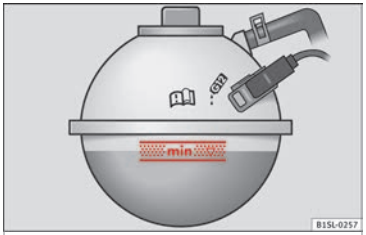

Fig. 109 In the engine compartment: Marking on coolant expansion tank
- When the engine is cold, check the coolant level using the side marking on the expansion tank ››› Fig. 109.
- The engine coolant level should be between the marks on the coolant expansion tank ››› Fig. 109. **Do not exceed the top level of the marked area** ››› ❗.
- **Only top up coolant to the top level of the marked area ››› Fig. 109. Otherwise the excess coolant will be forced out of the cooling system when the engine is hot, causing damage.**